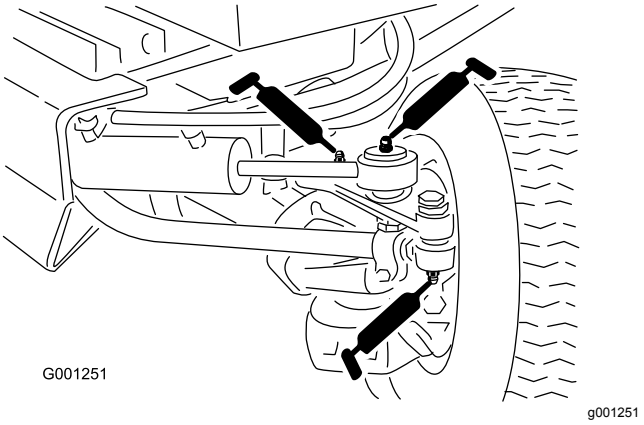

Figur 41
- Forbindelsesstangens ender (2) (Figur 41)
- Cylinderstangens ender (2) (Figur 41)
- Styretapper (2) (Figur 41)
- Akseldrejetap (Figur 41)